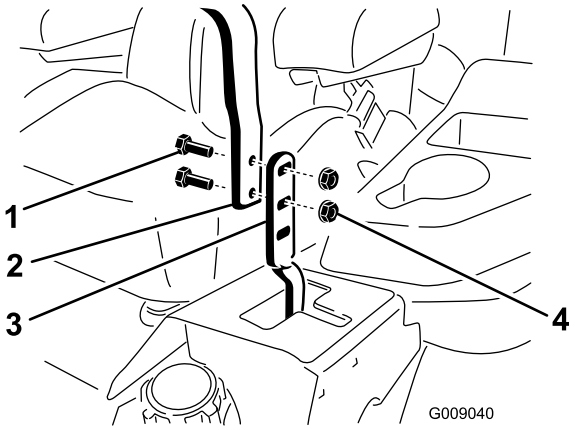

Figuur 77
3. Draai de bouten en flensmoeren van de hendels los (Figuur 77).